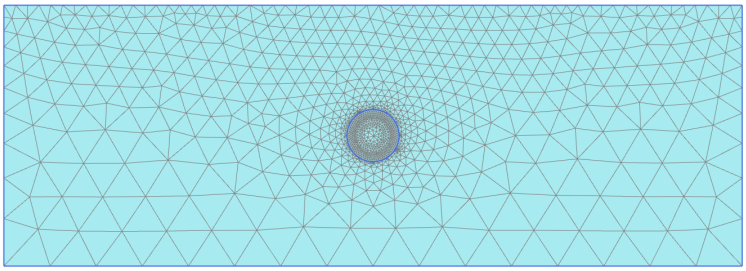

Figure 16.4 The generated mesh
- View the generated mesh. The resulting mesh is shown in Figure 16.4.